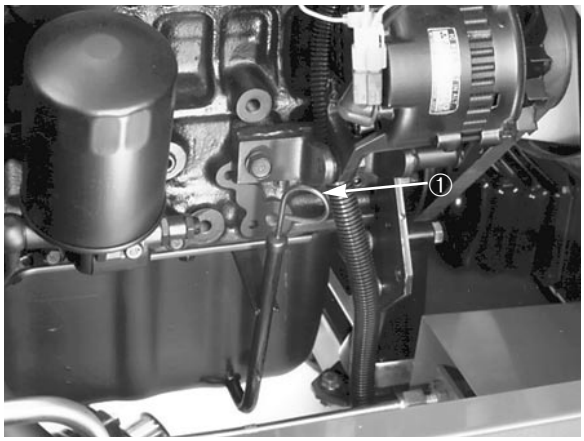

**Bild 2**
**3.** Den Ölmeßstab entfernen und sauber wischen, dann wieder in das Ölfüllrohr einführen und herausziehen; der Ölstand muß die FULL [VOLL]-Markierung erreichen (Bild 2).